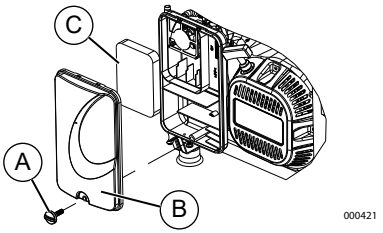

Figure 4-3. Filtre à air
1. Voir ***Figure 4-3***. Tournez le bouton (A) et retirez le capot du filtre à air (B).
2. Rincez le filtre à l'eau savonneuse. Essorez le filtre (C) dans un chiffon propre, SANS LE TORDRE.